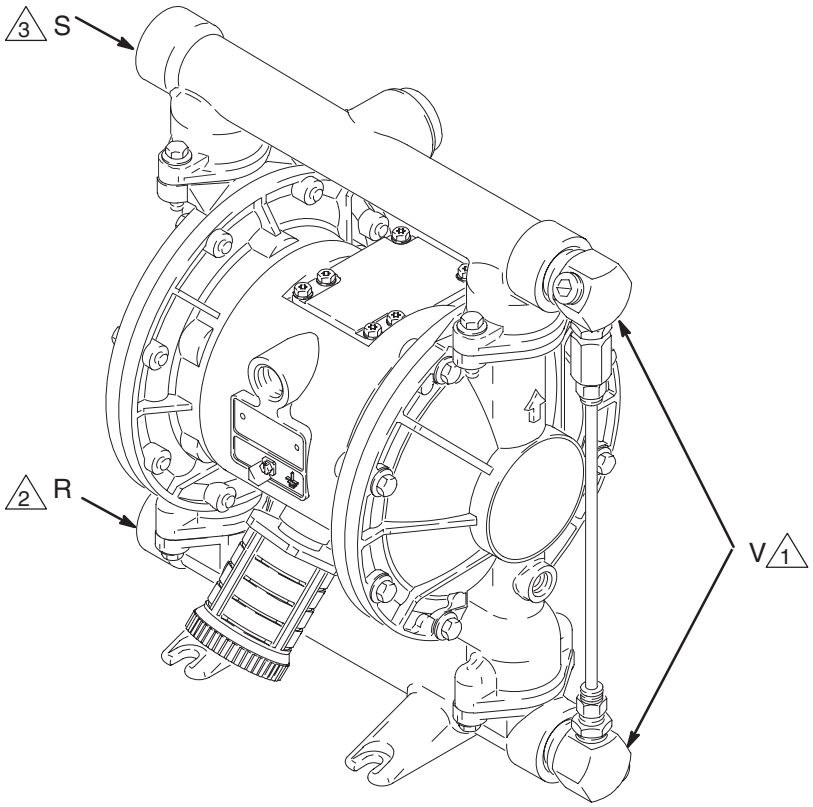

Afb. 7
Er is een drukontlastingsset voor de materiaaldruk 235409 (V) verkrijgbaar voor aluminium pompen om te voorkomen dat er overdruk ontstaat en de pomp of de slang scheurt. Zie Afb. 7. In de set zitten ook montage-instructies.